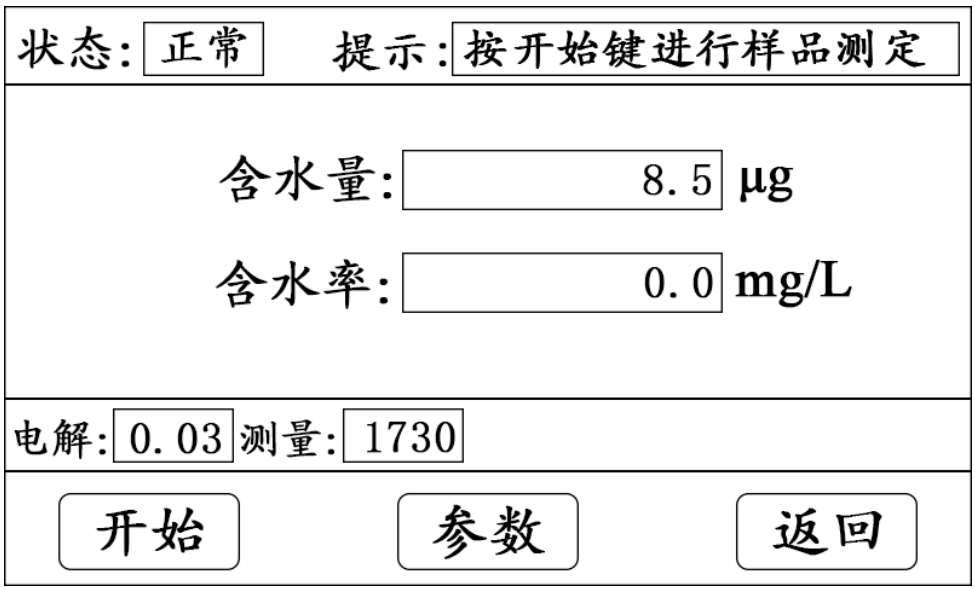

图 5
1.2. 按【测定】键进入测定界面（图 5）：
3.1. 测定界面（图 5）左上角是状态提示，有开路、短路、过碘、过水、正常、测量六种状态提示；右上角是提示信息，根据状态不同会提示相应的操作信息；界面正中
1.3. 把样品通过进样旋塞注入到阳极室电解液中，注意应使针尖插入到电解液中，并避免与池壁或电极接触，注入后滴定会自动开始，测定达到终点，蜂鸣器响，状态提示正常，显示屏显示的数字即是样品的含水量，单位为 ug。含水率显示在含水量的下方（见图 5）。